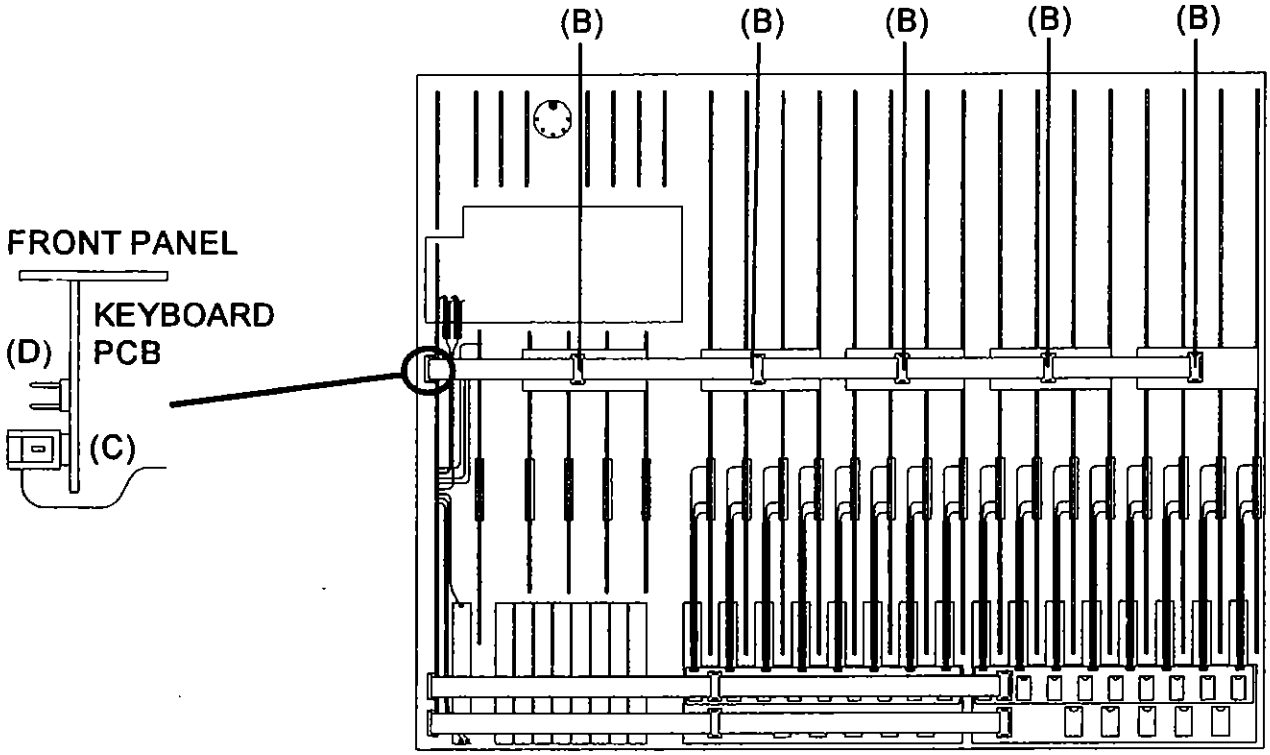

Fig. 19.
4. Unpack the Mute Slave harness (A) in the kit. Plug the harness into the mute slave connectors (B), and into connector CON9 (C) on the Keyboard PCB as shown. *see Fig. 19.* Refit new cable ties around each mute slave connector and mute slave PCB.